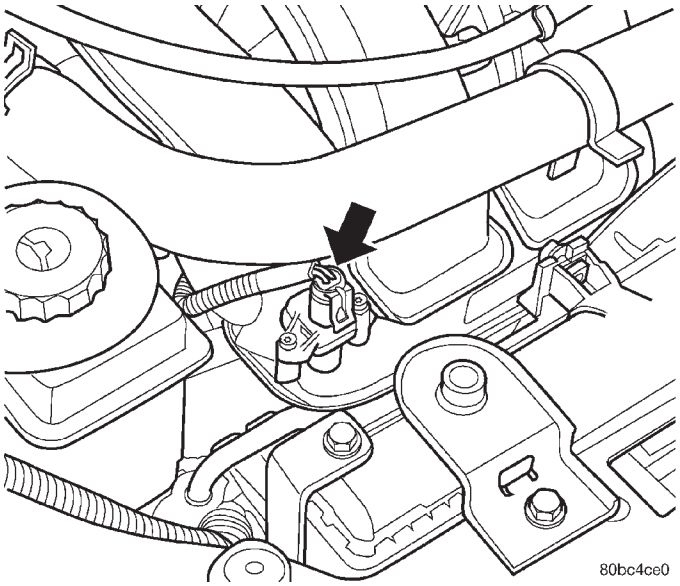

Abb. 29 Ansaugunterdruckfühler (MAP)
(7) Steckverbinder des Ansaugunterdruckfühlers (MAP) abziehen (Abb. 29).
(6) Steckverbinder der Verkabelung des Ansaugunterdruckfühlers (MAP) anschließen (Abb. 29).
(7) Steckverbinder des Klopfsensors und am Anlasser die Verkabelung anschließen.
(8) Ansaugluftkanal zwischen Ansaugkrümmer und Drosselklappengehäuse einbauen. Klemmschelle mit einem Anzugsmoment von 3 N·m (30 in. lbs.) festziehen.
(9) Batterie-Minuskabel (-) anschließen.
(10) Mit dem DRB III®-Handtestgerät den “Test ASD-Relais” aktivieren, um die Kraftstoffanlage zur Prüfung auf Undichtigkeiten mit Druck zu beaufschlagen.